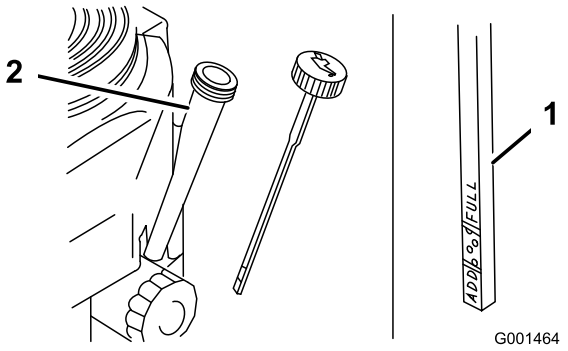

Figur 26
4. Gör rent omkring oljestickan (Figur 26) så att smuts inte kan falla ned i påfyllningshålet och orsaka motorskador.
5. Skruva loss oljestickan och torka ren änden (Figur 26).
6. Stick ned oljestickan så långt det går i påfyllningsröret, men skruva inte fast den (Figur 26).
8. Häll långsamt i cirka 80 % av angiven olja i påfyllningsröret (Figur 26).